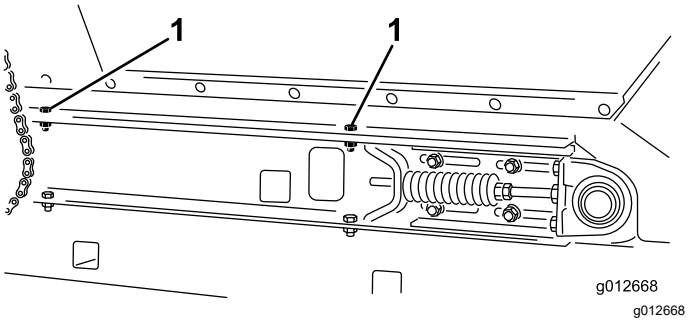

**Figur 37**
4. Fäst tråget på glidflaksskenorna (Figur 37) på båda sidor av maskinen med de två huvudskruvar, två brickor och två låsmuttrar som du tog bort i Demontera glidflaket (sida 22).